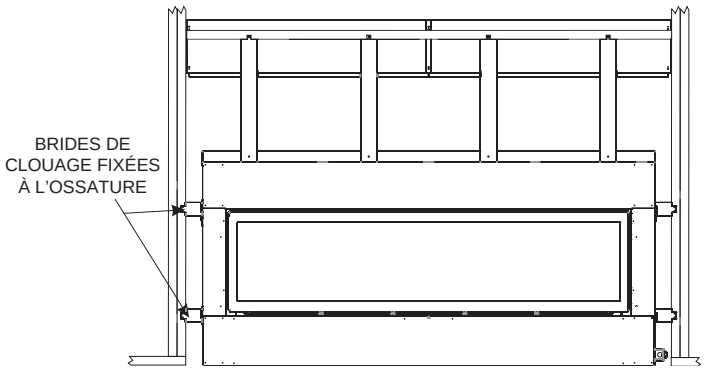

Figure 28
REMARQUE : Pour la finition au-dessus du foyer, **voir les figures 28 et 30.**
3. Fixez le foyer à la structure avec les brides de fixation. Calculez la profondeur en tenant compte du matériau de revêtement (profondeur affleurante ou en retrait de 1/2 po [12,7 mm]). **Voir la figure 28.**